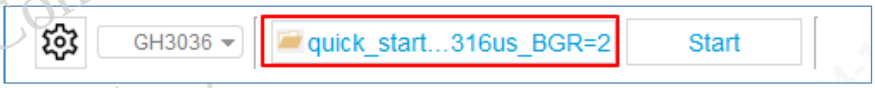

Figure 5-4 Config Switch Button
1. Click “Config Switch Button” to open the configuration library (see Figure 5-4);